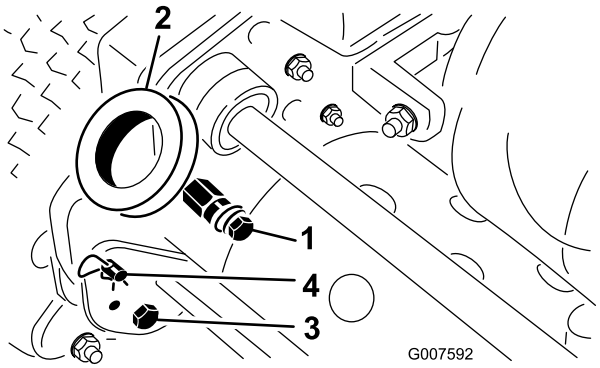

Figura 3
1. Retire os parafusos e porcas de bloqueio da parte inferior dos braços do manípulo de cada lado do cortador (Figura 3).
2. Retire os pinos de segurança e ganchos de anel que prendem os braços do manípulo para a parte posterior do chassis (Figura 3).
3. Insira as extremidades do manípulo através dos orifícios nos braços do manípulo e alinhe os furos com os pinos de montagem (Figura 3).
1. Retire o pino de segurança do gancho de anel em cada lado do cortador (Figura 3).
2. Enquanto segurar no manípulo, retire o gancho de anel de cada lado e suba ou desça o manípulo até o colocar na posição desejada para a sua utilização (Figura 3).